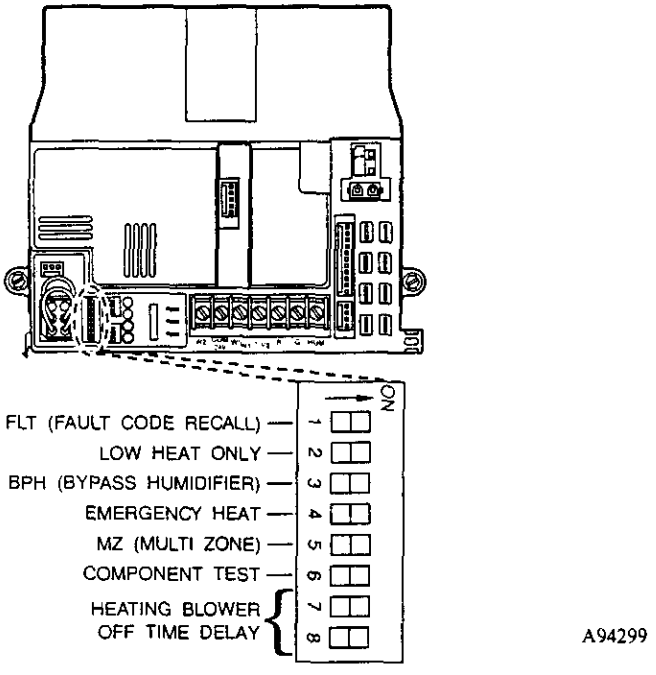

Fig. 26 – Variable Speed Condensing Furnace Control Board
a. Turn Setup Switch SW1-2 on furnace control ON. (See Fig. 26)